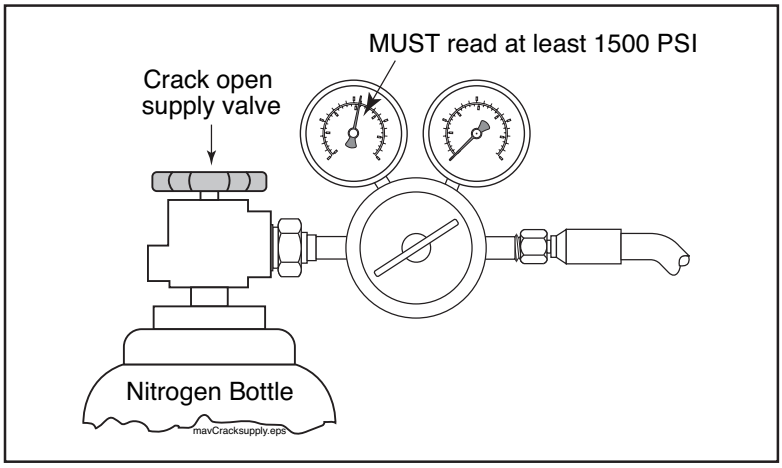

Figure 44
11. Crack open the nitrogen bottle supply valve (Figure 44). You will get a reading on the high-pressure gauge side of the regulator. Note that if there is not at least 1500 PSI showing on the high pressure regulator gauge at this time, you will not be able to charge the nitrogen to the 1500 PSI specification. If that is the case, you will need a new bottle of nitrogen before proceeding. If there is enough pressure in the nitrogen bottle to do the job, proceed to step #14.